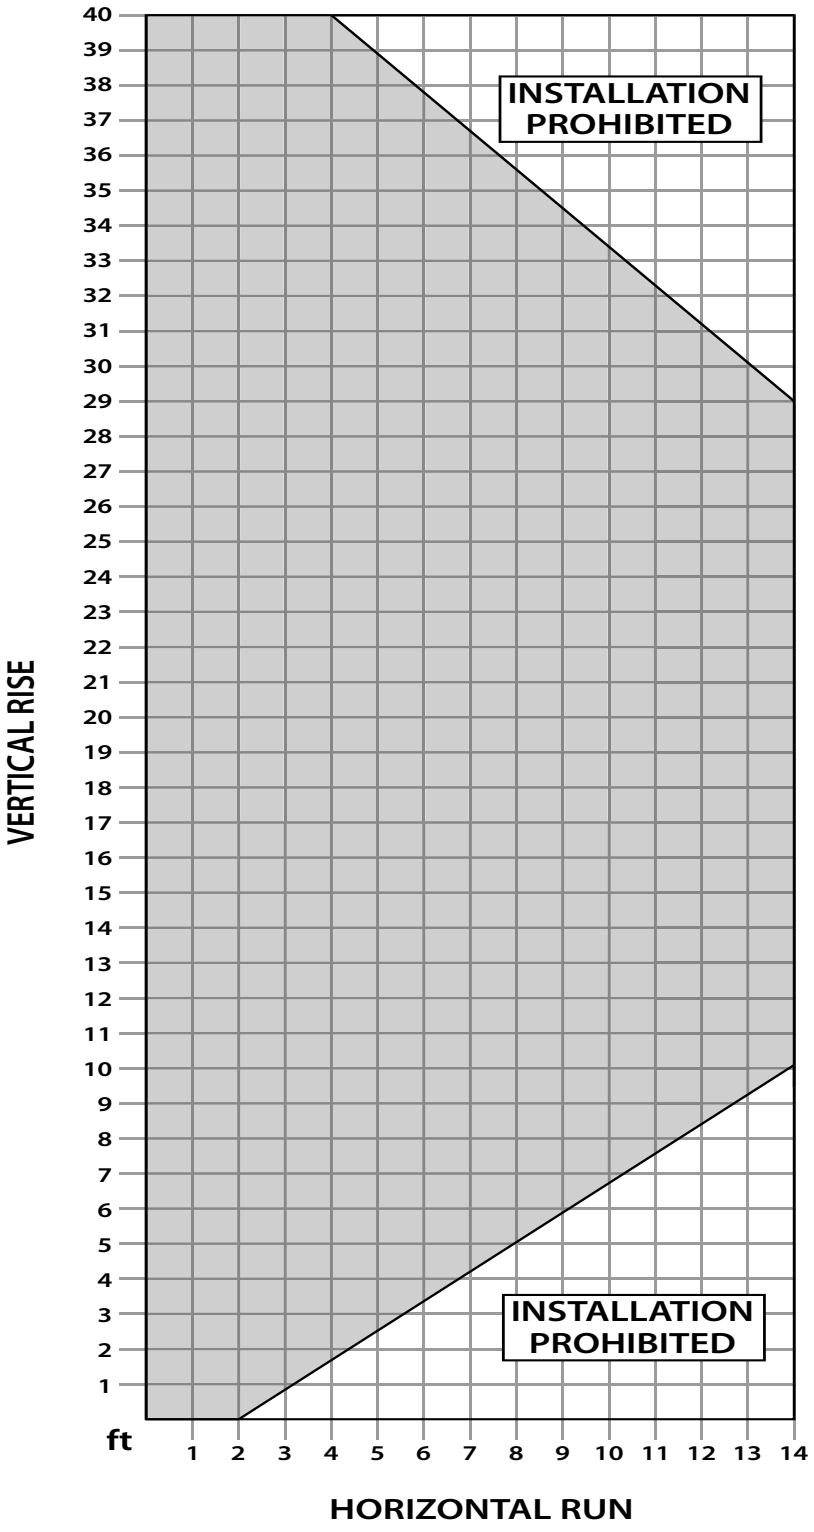

Figure 24. Possible Vent Configurations for Top Vented; Vertical and Horizontal Terminations.
Figures 24 shows the range of venting options, it shows possible vent configurations if the unit is top vented, for vertical and horizontal terminations, any layout that remains within the shaded area is acceptable. Having the fewest number of elbows is ideal, as they tend to disrupt air movement. Using 45° elbows is preferable to using 90° elbows. Also, a shorter vent system will perform better than a longer one. The total length of horizontal vent pipe can not exceed 14 feet (4.27m) and the total vent length can not exceed 44ft (13.4m). Any combination of rise and run can be used as long as it lays within the shaded area (a total of two (2) 90° elbows or four (4) 45° elbows can be used. In addition to what is shown, if a 90° elbow is used in the horizontal plane, 3 feet (91.4cm) must be subtracted from the allowable horizontal run (for each 45° elbow, 1½ feet must be subtracted).